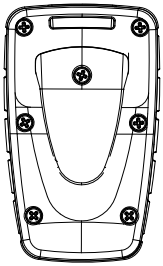

Abbildung 5. Batterieabdeckung und die Befestigungsschrauben der Abdeckung
1. Öffnen Sie die Abdeckung des Batteriefachs, indem Sie die 6 Schrauben an der Rückseite des Sendergehäuses mit einem Kreuzschlitzschraubendreher PH2 lösen.(siehe Abb. 5).